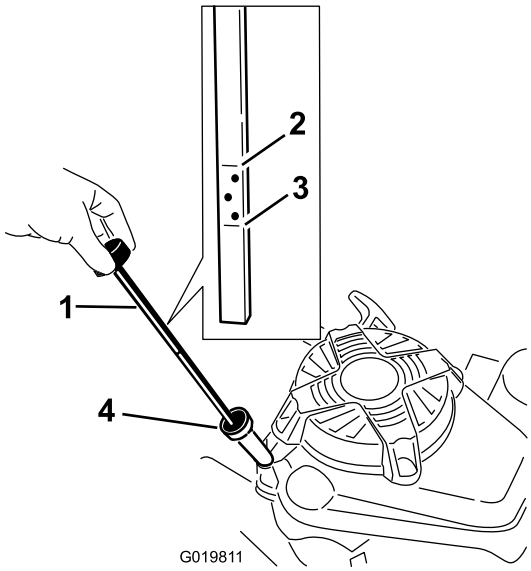

Figur 10
Før hver brug skal du sørge for, at oliestanden står mellem **Påfyld-** og **Full-**mærket på målepinden (Figur 10).
2. Rengør området rundt om målepinden (Figur 10).
6. Aflæs oliestanden på målepinden (Figur 10).